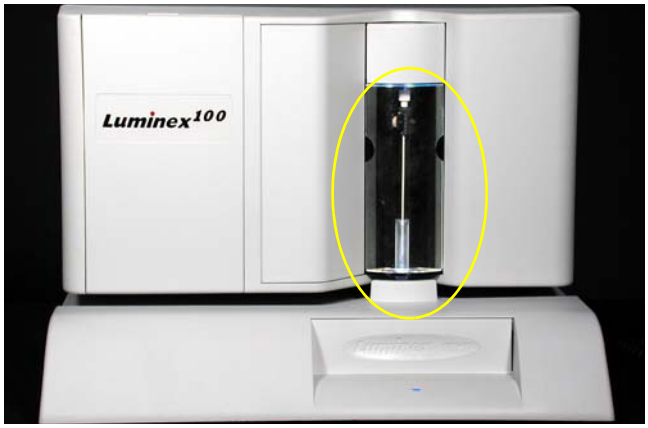

Figure B-8 Sample Probe Area with Clear Plastic Shield in Place
6. Install the clear plastic shield that covers the sample probe area. See Figure B-8.